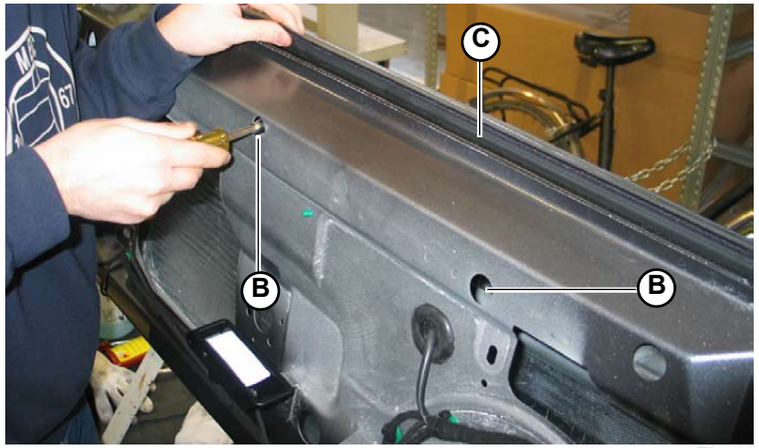

Fig.20
2. Unscrew the 4 screws (**B-Fig.20**) securing the weatherstrip (**C-Fig.20**) to the door.